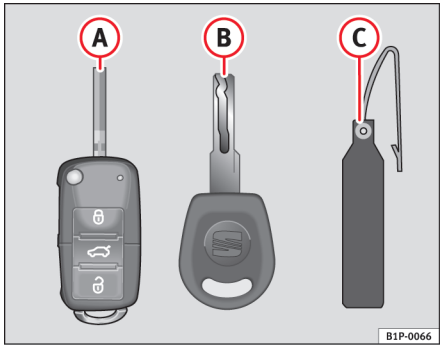

Fig. 61 Nøglesæt
- Nøgle med fjernbetjening ⇒ fig. 61 (A) (nøglen kan klappes ud)
- En nøgle uden fjernbetjening (B)
- Nøglevedhæng (C) med nøglenummer.
Det er kun muligt at få lavet ekstranøgler ved hjælp af nøglenummeret på nøglevedhænget ⇒ fig. 61 (B). Derfor skal du være opmærksom på følgende: